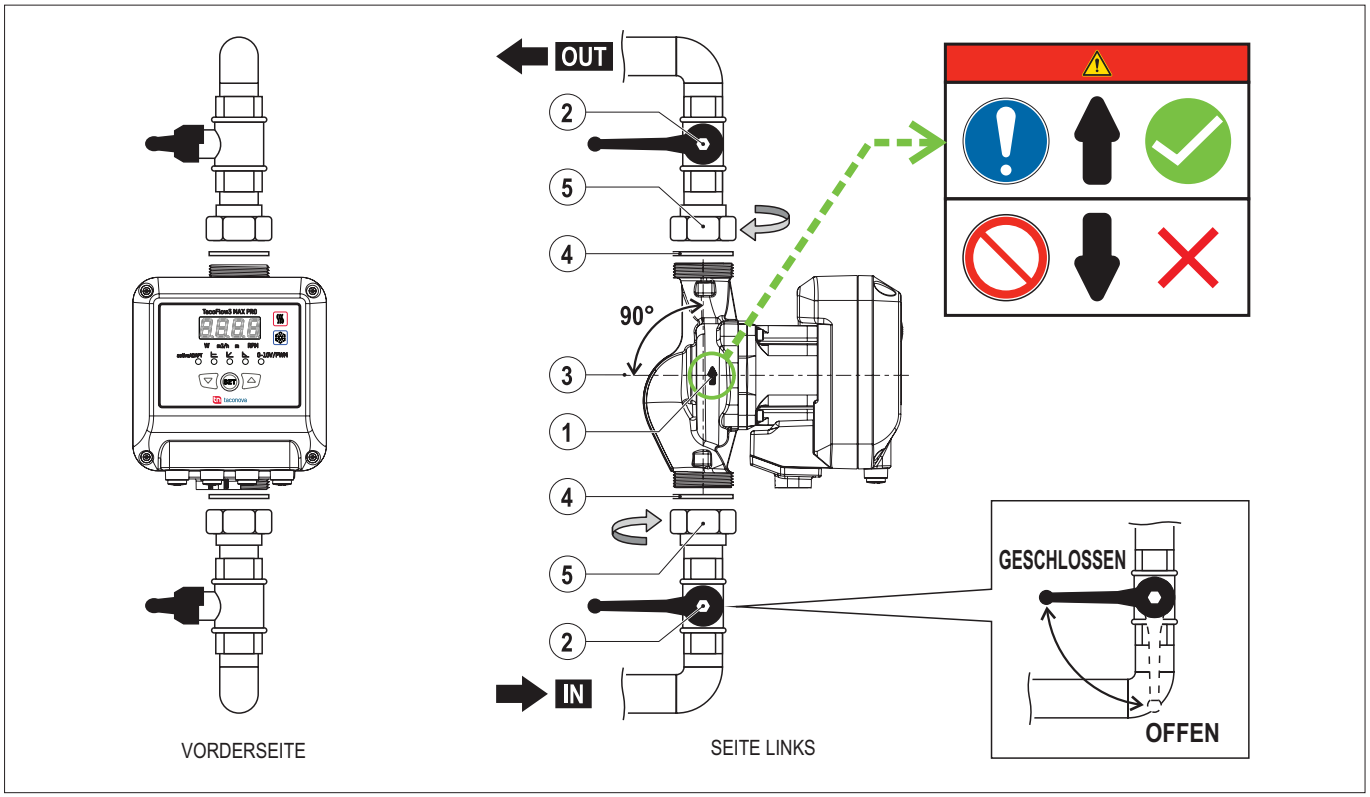

ABB. 9 *(Montage der Leitungen)*
1) Die durch den Pfeil an der Umwälzpumpe angezeigte Richtung des Wasserflusses überprüfen **(ABB. 9 - Punkt 1)**
2) Die Sperrventile **(ABB. 9 - Punkt 2)** schließen
3) Die Umwälzpumpe auf den Leitungen platzieren, ohne Spannung zu erzeugen und die Motorwelle horizontal ausrichten **(ABB. 9 - Punkt 3)**
4) Die Dichtungen einfügen **(ABB. 9 - Punkt 4)**
5) Die Stutzen **(ABB. 9 - Punkt 5)** mit geeigneter Ausrüstung an der Umwälzpumpe anschrauben